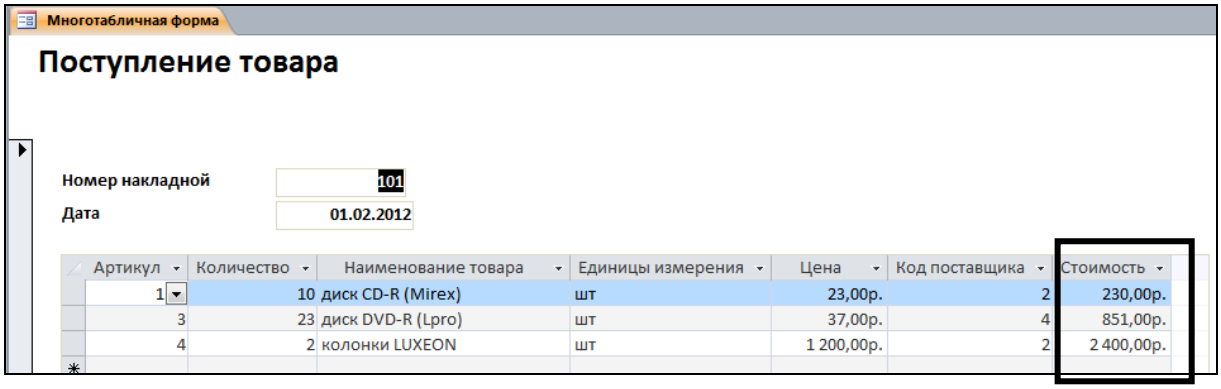

Рис. 3.32. Вычисляемое поле
10. Для просмотра работы формулы необходимо открыть многотабличную форму в режиме *Формы* (рис. 3.32).